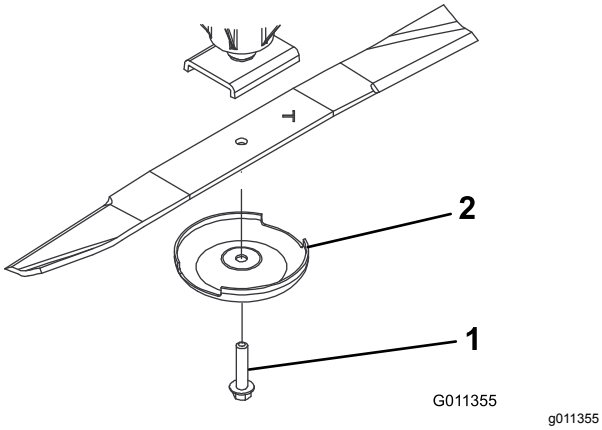

Figur 88
2. Hold enden av kniven med en fille eller en tykk hanske. Fjern knivbolten, antiskalperingsvernet og kniven fra spindelakselen (Figur 88).
3. Monter kniv, med vingen mot klippeenheten, med antiskalperingskopp og knivbolt (Figur 88). Trekk til knivbolten til 115–149 Nm.